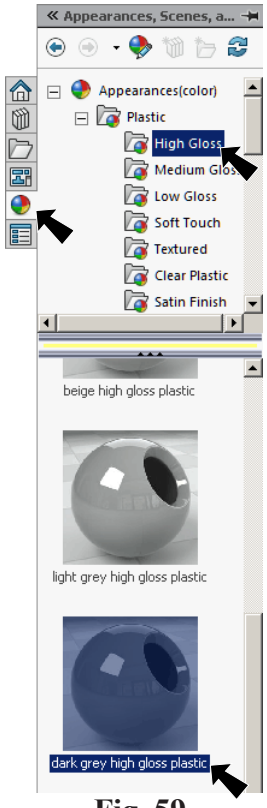

Fig. 59
Step 3. In the Appearances Task pane, expand **Plastic**, click **High Gloss** and in the lower pane select **dark gray high gloss plastic**, **Fig. 59**.